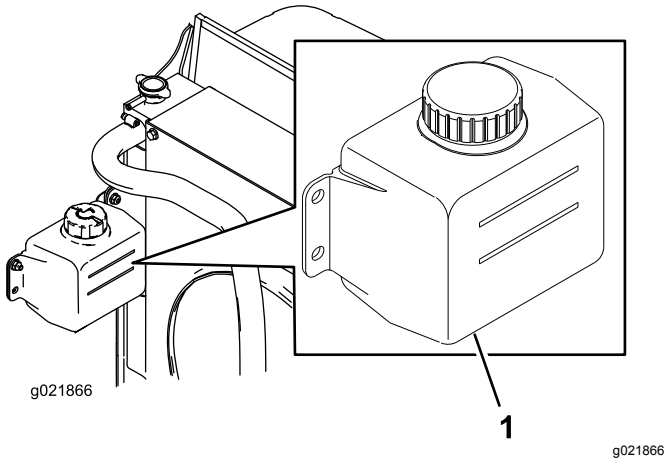

**Figur 29**
1. Kontroller kjølemiddelnivået i ekspansjonstanken (Figur 29).